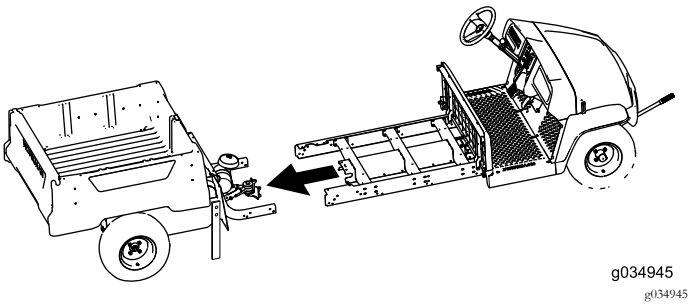

Рисунок 27
7. Вместе с помощником сдвиньте переднюю и заднюю секции машины по направлению друг к другу (Рисунок 27).